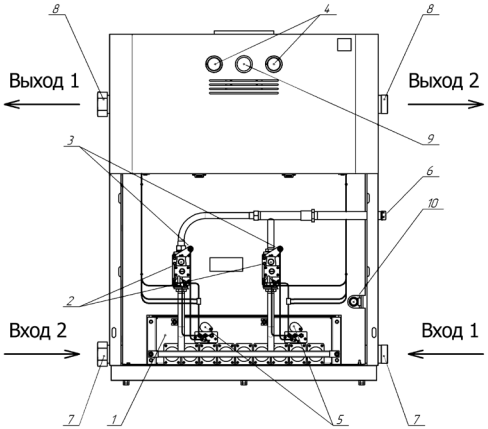

Рис. 1.2.
* Подключение отопительной воды следует производить только диагонально согласно рис. 1.2.